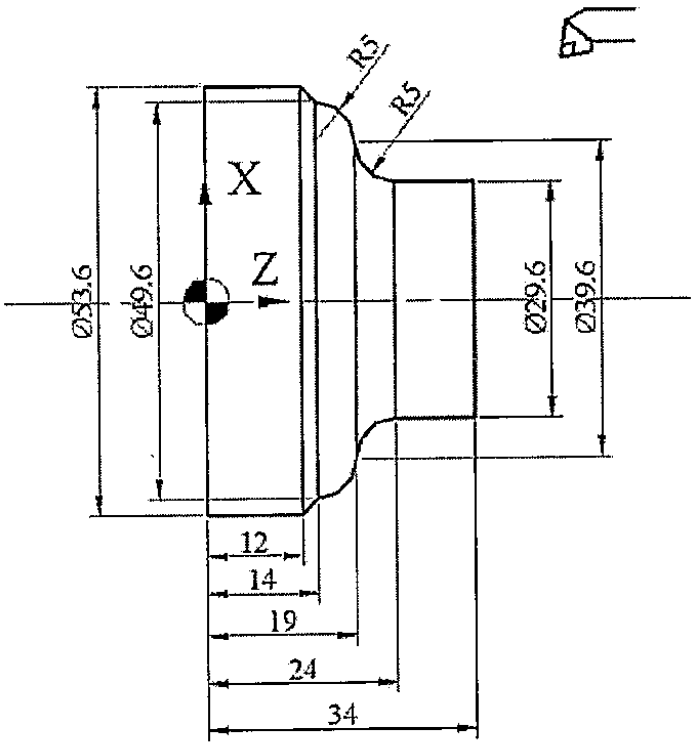

Figure 3. Q.6(a)
b) Write CNC part program for turned component as shown in figure 3 using canned cycles. Assume suitable cutting data. **[12]**